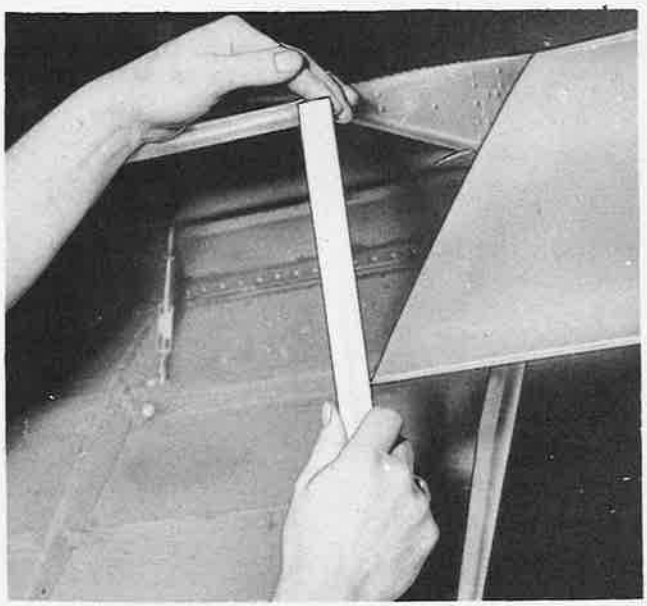

Figure 340—Aileron Throw Measurement
(6) Remove the blocks from the master differential horn and the support from the aileron; check the aileron throw (figure 340) by revolving one of the control wheels. Up throw must be 13 inches ± ⅛ inch, or 27 degrees ± ½ degree. Down throw is 8 inches ± ½ inch, or 18 degrees ± 2 degrees.
(7) If the aileron throw is too short, loosen the aft cable and tighten the forward cable. If the throw exceeds requirements, loosen the forward cable and tighten the aft.
(8) If the aileron throw is changed, it will be necessary to readjust for the neutral position by revolving the inboard bell crank actuating rod.
(9) Check the tension of the aileron cables between the inboard and outboard bell cranks and, if necessary, make an adjustment at the turnbuckles.
(10) Replace the outboard actuating rod. Adjust the cable lengths and the rod length so that the clevis bolt rides free, without binding, when the aileron is placed in the "UP," "DOWN," and "NEUTRAL" positions.
(11) Safety all turnbuckles.